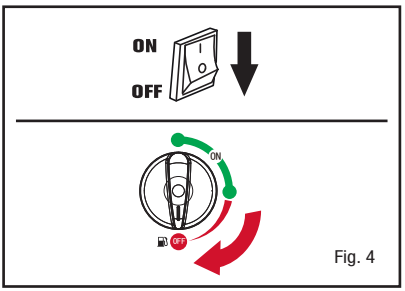

Fig. 4
3. Turn the ENGINE switch to the “OFF” position (Fig. 4).
4. Turn the FUEL Switch to the “OFF” position (Fig. 4).